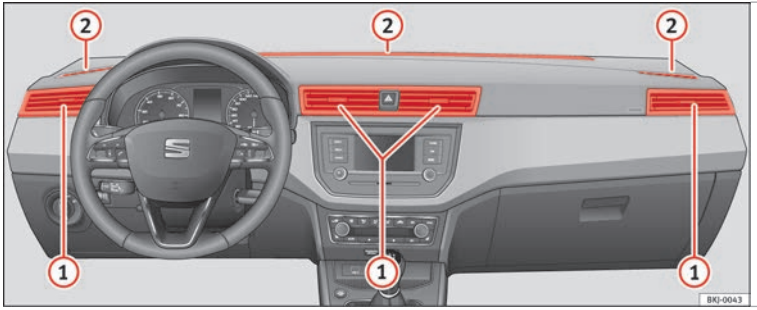

Fig. 173 Difusores de aire.
Para garantizar la calefacción, refrigeración y ventilación dentro del habitáculo, los difusores de aire ››› **fig. 173** (1) deberían permanecer abiertos.